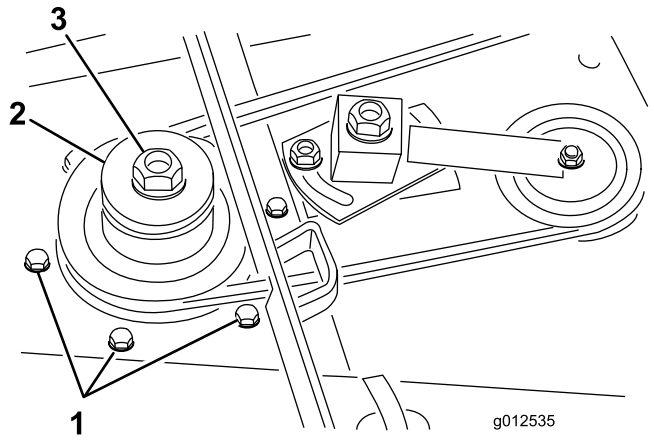

**Figur 5**
4. Afmonter de seks bræddebolte og flangemøtrikker, der fastgør spindelhuset til klippeenheden (Figur 5). Skub spindelhuset ud fra bunden af klippeenheden.